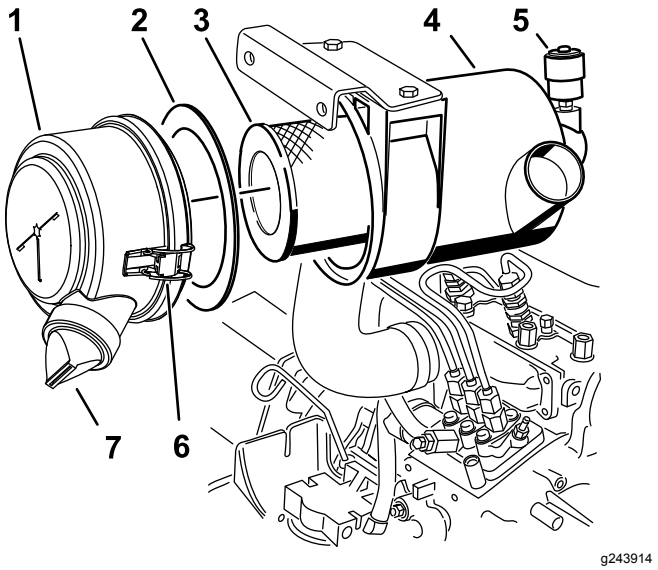

Figur 31
3. Vedlikehold luftrenserfilteret (Figur 31).